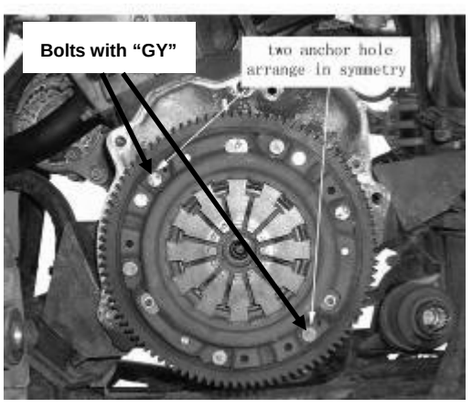
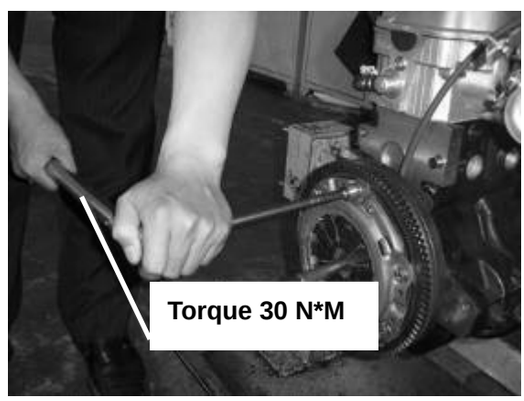

Figure 47
Figure 46
10. Fix pressure plate of clutch. Two bolts with “Y.G” mark must be inserted into two anchor holes. Tighten six bolts with torque 30 N.m (**See** Figure 46**,**Figure 47**)**.